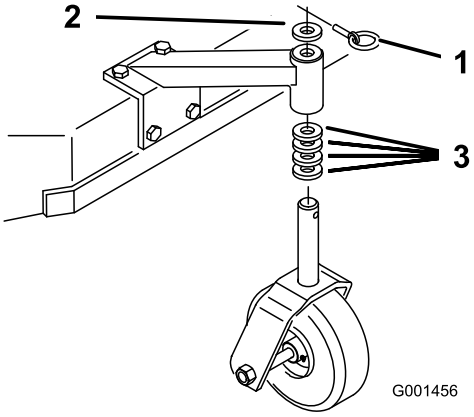

Figur 17
1. Använd tabellen för klipphöjd och justera svänghjulens distansbrickor så att de passar till det valda axelhålet (Figur 17).
2. Avlägsna låssprinten, för av svänghjulet från stödet och byt distansbrickorna (Figur 17).
3. Montera svänghjulet i stödet och montera låssprinten (Figur 17).